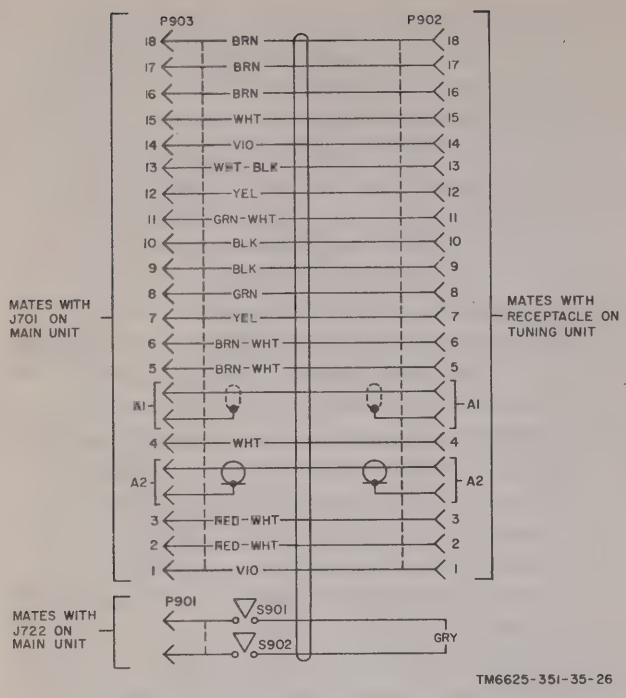

Figure 39. Cable Assembly, Special Purpose, Electrical Branched CX-6681/URM-85, schematic diagram.
e. Cable Assembly, Special Purpose, Electrical Branched CX-6681/URM-85 (fig. 39). This cable assembly is used to apply operating voltages and to couple signals to and from the main unit when a tuning unit is being aligned or repaired. The main branch of the cable is 30-inches long and serves the following functions: